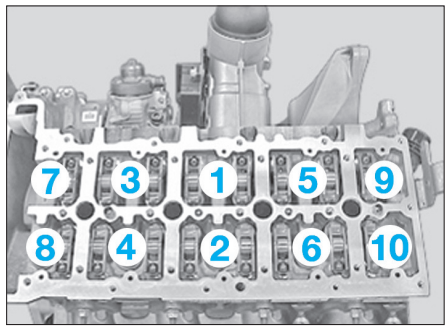

Fig. 100
• Desserrer les vis de fixation de la culasse dans l'ordre 10 à 1 **(Fig.100)**.
- Mettre en place la culasse et la serrer dans l'ordre 1 à 10 en utilisant des boulons neufs **(Fig.100)**.